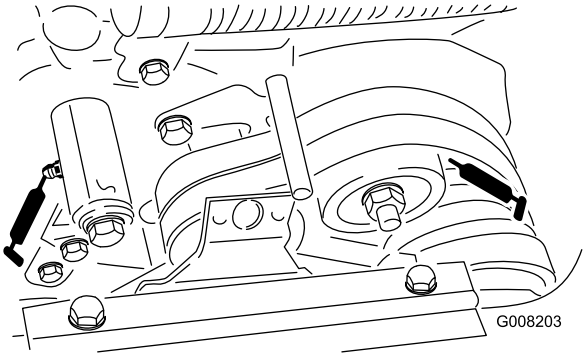

Figur 17
- Två på mellanremskivorna (Figur 17).